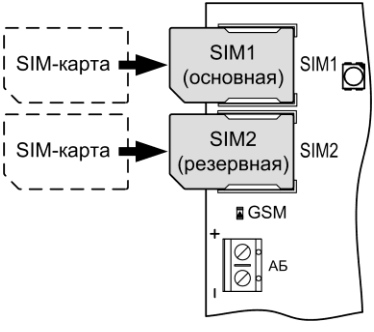

Рис.5 Установка SIM-карт
SIM-карты следует подключать при выключенном питании прибора (сеть 220 В и аккумулятор) контактами к плате, срезом как показано на рис.5.
- Проверьте, подключена ли антенна GSM к коммуникатору (разъём SMA, см. рис.1), правильно ли установлена SIM-карта (SIM-карты) – см. рис.5. Если использовать брелок БН-Л-33 с прибором не планируется, то отключите радиомодуль прибора, разомкнув перемычку J8 (вариант с радиобрелоком управления).